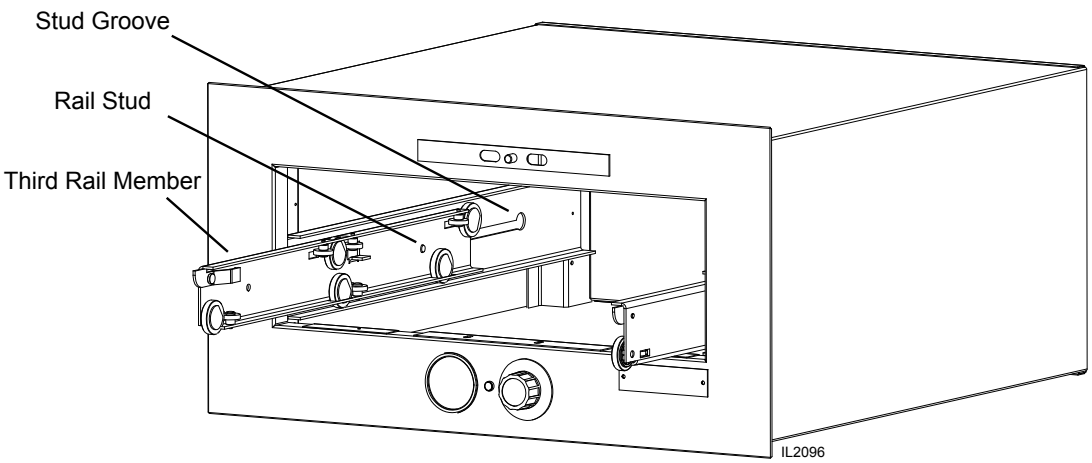

Fig. 3-5, Third Rail Removal
c. The third rail members ride in channels welded to the interior sides of the unit. Remove them by pushing back as far as possible, grasping the member and tilting it inward from the top. (Fig 3-5).